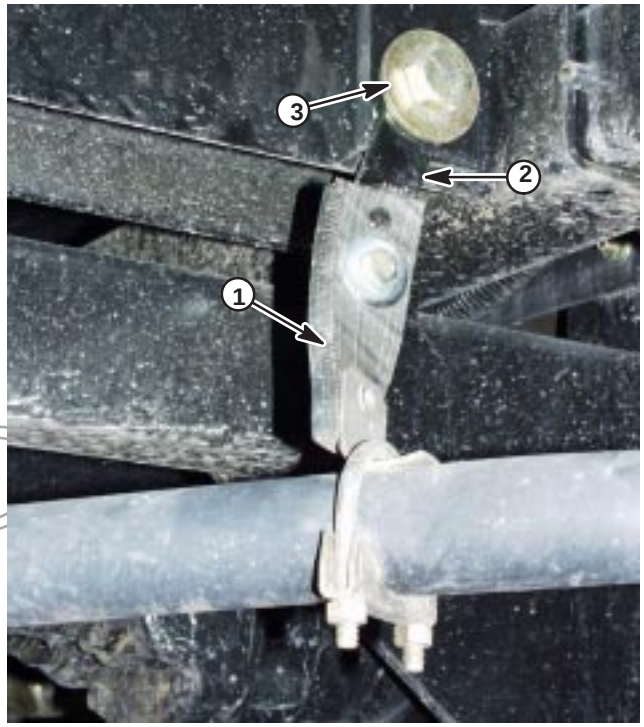

Figure 2
4. Using the right rear bolt securing tank saddle to vehicle (Fig. 2), install tailpipe lug and new tailpipe hanger strap. Use the 5/16” bolt and special washer (against the rubber strap’s second hole), and flat washer and locknut against the tailpipe lug (Fig. 2).
5. Install clamp and support the extended tailpipe with hanger strap. Secure with a muffler clamp (Fig. 2).
6. Install hose shield on wire support on top of long tailpipe shield. Secure with Sta–straps (Fig. 2).